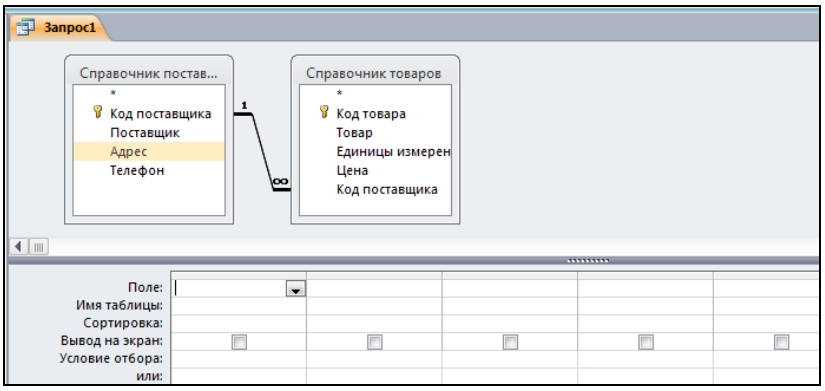

Рис. 4.2. Окно создания запроса
3. На экране отобразится окно *Конструктора запроса*, состоящее из двух частей: в верхней отображены макеты таблиц, а в нижней – раздел для определения параметров запроса (рис. 4.2).